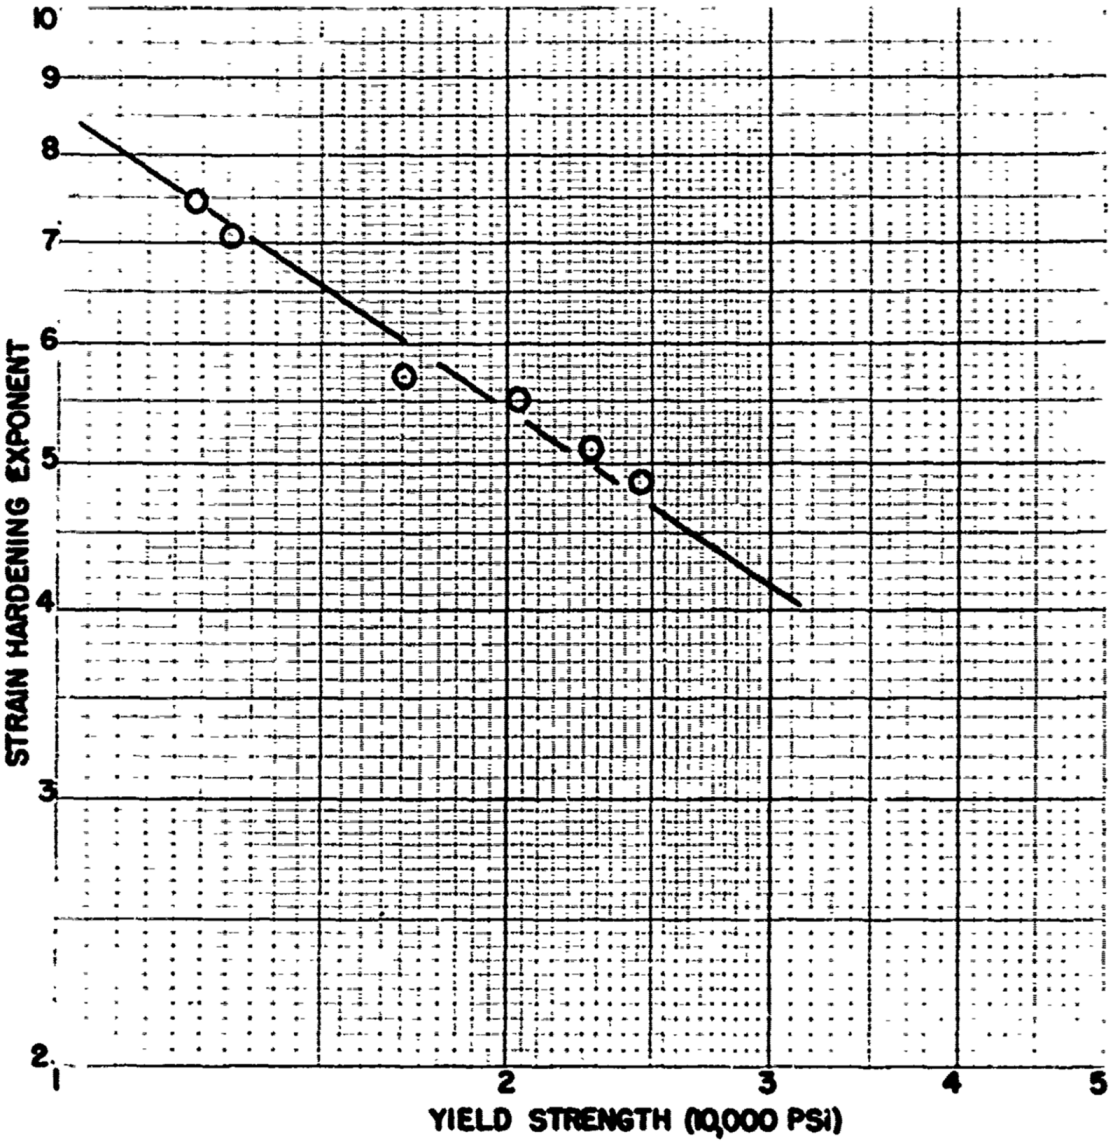

Figura 1: Coeficiente de encruamento em função do limite de escoamento do latão 70/30, resultado original de Hollomon. 1 PSI = 6894,76 Pa.
4 . Em 1944 o Capitão John H. Hollomon publicou um relatório no Watertown Arsenal Laboratory (No. WAL 630/7-2) do Exército dos EUA, intitulado "Tensile stress-strain curves of a 70-30 Brass" (disponível em `http://handle.dtic.mil/100.2/ADA953482` , acesso em 23/9/2019). Neste artigo o autor publica a Tabela 3 e o gráfico da Figura 1.
c. Sabendo-se que o principal uso militar do latão 70/30 é na fabricação de cartuchos para projéteis por meio de estampagem profunda, discuta estes resultados comparando resistência mecânica e estampabilidade (use também o gráfico da Figura 1, que foi retirado do mesmo trabalho, para justificar sua resposta)(vale 0,5 ponto).